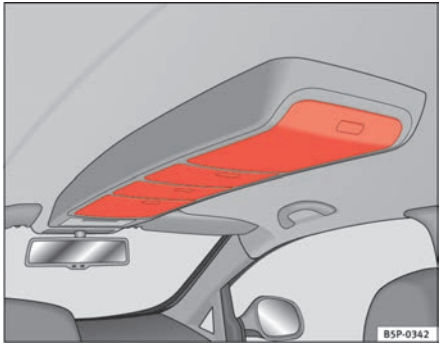

Fig. 104 Roof stowage compartments
– Press the button on the cover to open these compartments ⇒ page 136, fig. 104. The cover will then open.